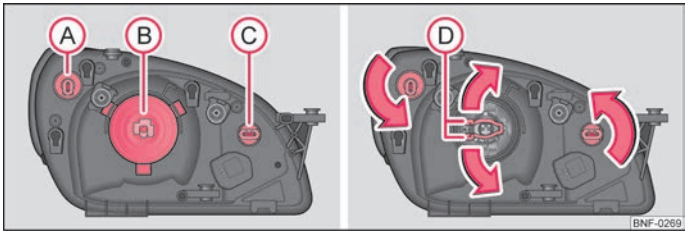

Fig. 119 Left headlight - engine compartment: Arrangement/lamp removal
Ⓐ - Front turn signal light⇒ Fig. 119
– Turn the bulb holder Ⓐ up to the stop **anti-clockwise** and remove ⇒ Fig. 119.
– Remove the plug from the bulb Ⓑ ⇒ Fig. 119.
– Turn the bulb holder Ⓒ up to the stop **anti-clockwise** and remove ⇒ Fig. 119.